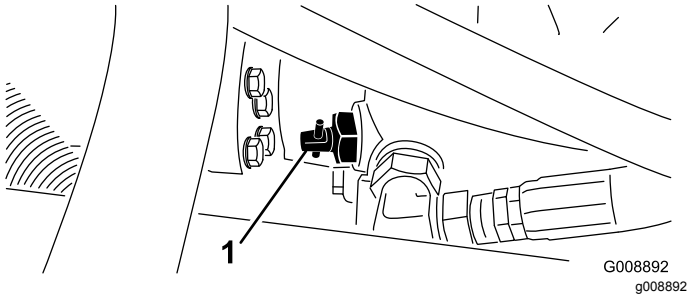

Rysunek 44
1. Odszukaj zawór obejścia na pompie (Rysunek 44) i przekręć go o 90°.